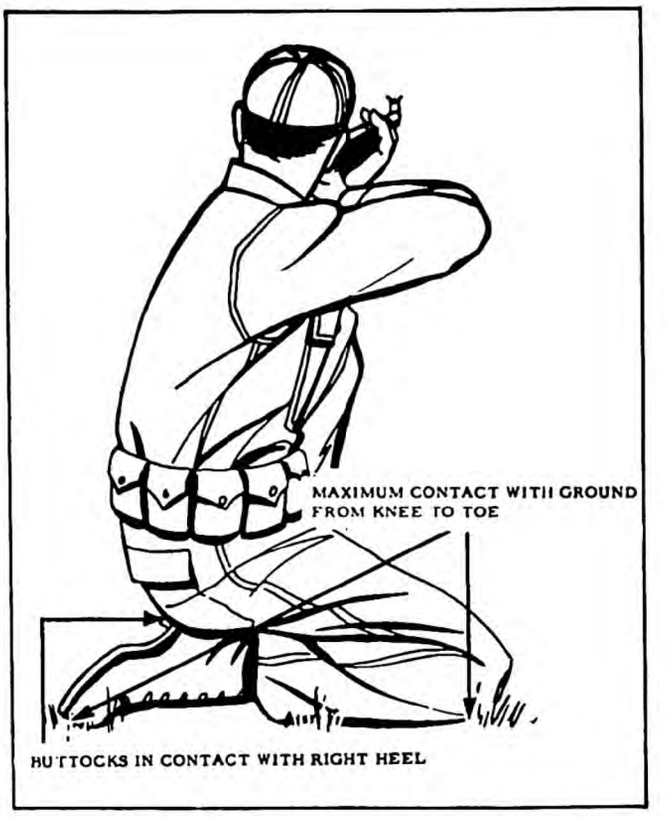

Figure 4-20. The kneeling position.
Kneeling Position. To assume the kneeling position, face your target. Hold the rifle with the left hand extended all the way forward to the stock ferrule swivel and the right hand on the rifle butt. Make a right face and place your left leg approximately 18" forward, the toe pointing toward your target. Sit on the right heel with the right buttock (fig. 4-20). Place the left elbow forward of the left knee (fig. 4-21). Force the rifle butt into your shoulder and grasp the small of the stock. The right elbow is horizontal or slightly below horizontal (fig. 4-22). Shift the weight forward onto the left leg and aim at your target.
These are the important features of the kneeling position (figs. 4-20, 4-21, and 4-22).
a. The firer kneels on his right knee (fig. 4-20).
b. Solid contact between the right heel and right buttock (fig. 4-20).
j. The left foot is drawn back, then the body weight is relaxed forward so that solid contact is made between the calf of the leg and the thigh. (fig. 4-20).